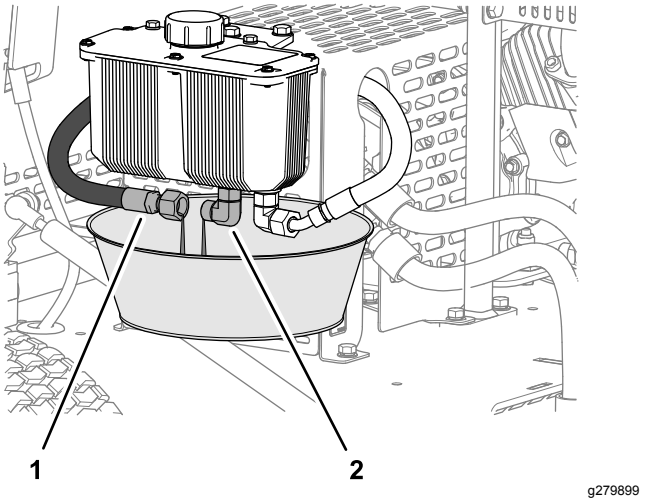

**Figuur 36**
1. Zet een opvangbak met een inhoud van 2 liter onder het hydraulische reservoir (Figuur 36).
2. Verwijder de hydraulische toevoerslang van de fitting van het reservoir en laat de hydraulische vloeistof helemaal weglopen (Figuur 36).